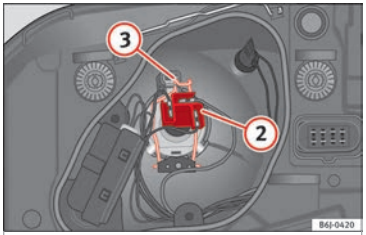

Fig. 177 Dipped beam/main beam of the single headlight.
– Remove connector ››› **Fig. 177** (2) from the bulb.
– Unclip the retainer spring ››› Fig. 177 ③ pressing inwards to the right.